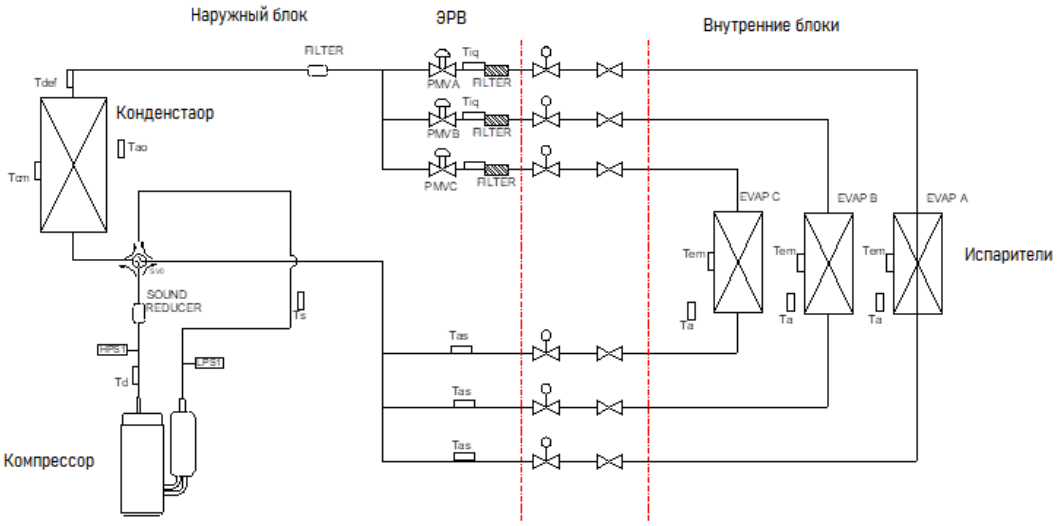

Рис.2- Фреоновая схема мульти плит-системы в режиме охлаждения
- **Принцип работы** ( см. схему рис.2)
- ЭРВ для каждого внутреннего блока расположены в наружном блоке (см. схему рис.2).